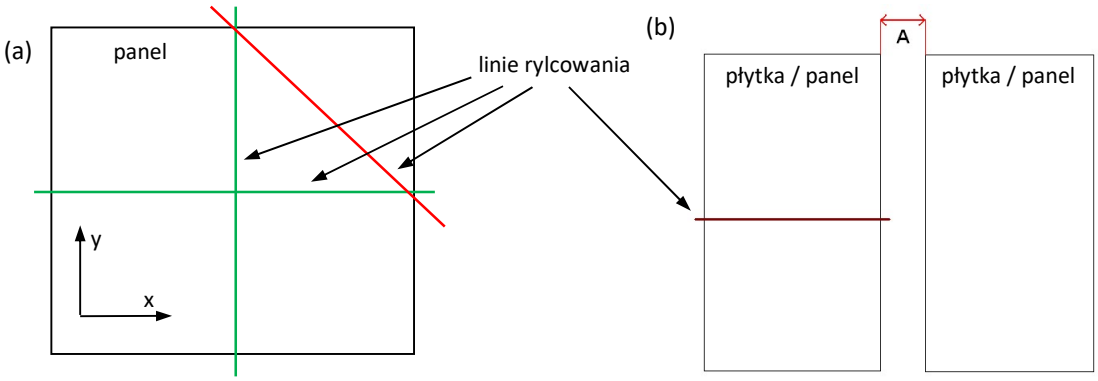

Rys. 2. Standardowe i niedozwolone linie rylcowania (a) oraz rozmieszczenie płytek rylcowatych na skipping (b).
– dla laminatu o grubości 1,55 mm i kąta 45°: ..... X=0,675 mm (rys. 2)
– dla laminatu o grubości 1,55 mm i kąta 30°: ..... X=1,170 mm (rys. 2)